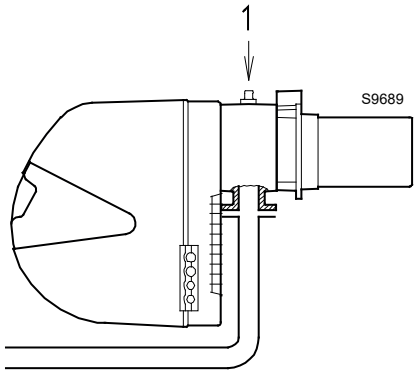

Fig. 29
Pression de gaz mesurée à la prise 1)(Fig. 29), avec :
- soustraire de la pression du gaz à la prise 1)(Fig. 29) la pression dans la chambre de combustion.
Pression de gaz à la prise 1)(Fig. 29) = 9,3 mbars
Par contre, pour connaître la pression du gaz nécessaire à la prise 1)(Fig. 29), après avoir fixé la puissance à laquelle on souhaite que le brûleur fonctionne en 2e allure :
– Lire sur la droite, colonne 1, la pression à la prise 1) (Fig. 29).
pression nécessaire à la prise 1)(Fig. 29).